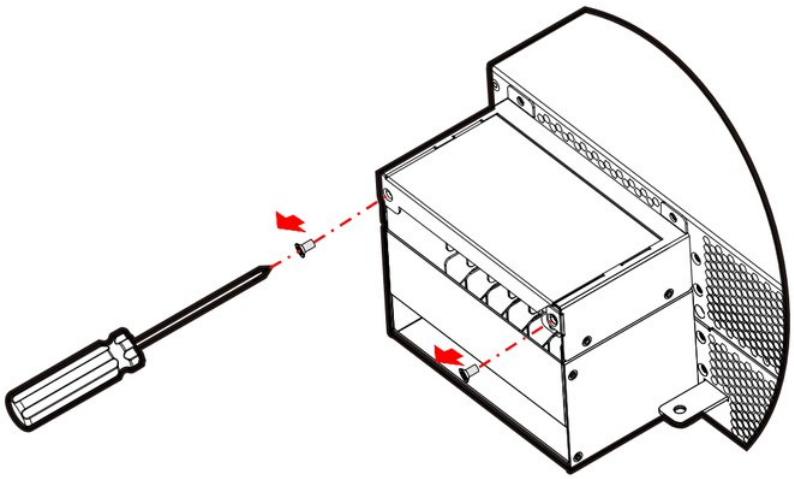

FIGURA 3-24 Rimozione delle viti del coperchio dei morsetti
1. Prima del cablaggio, togliere le viti a testa svasata del coperchio dei morsetti, come mostra la Figura 3-24.